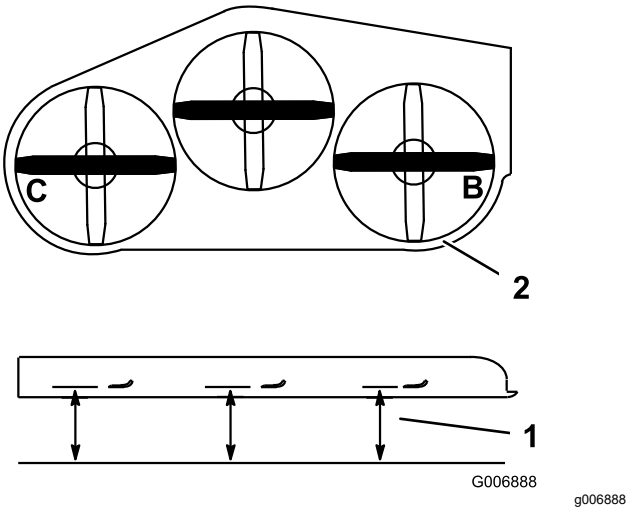

Figura 81
4. Mida en las posiciones **B** y **C** desde una superficie nivelada hasta el filo de corte de los extremos de las cuchillas (Figura 81).